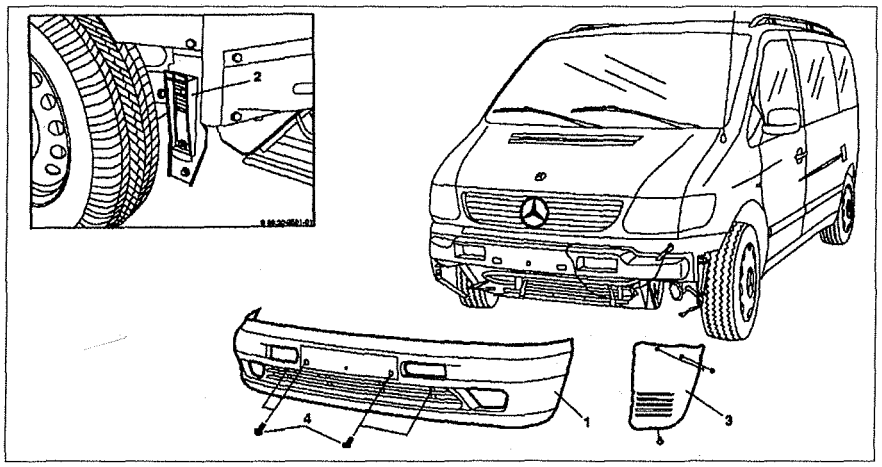

Рис. 11.2. Передний бампер:
2. Снимите брызговики **3** с обеих сторон (см.рис.11.2).